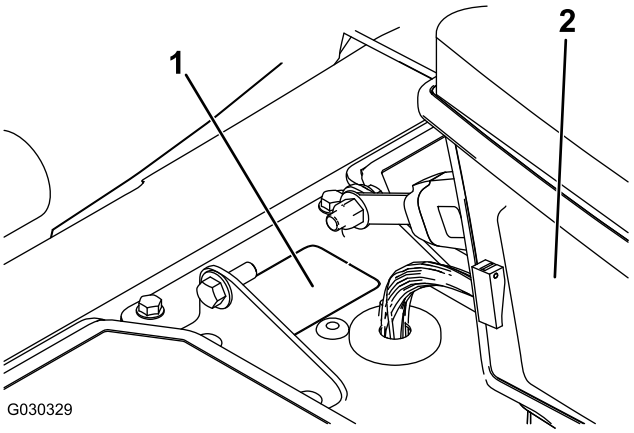

Figur 6
1. Fjern udtrykningsproppen bag på kontrolkonsollen (Figur 6).